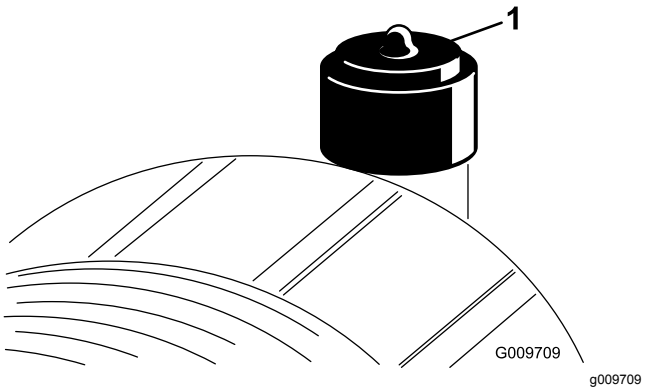

**Figuur 73**
Geef het luchtfilter uitsluitend een onderhoudsbeurt als de onderhoudsindicator (Figuur 73) dit aangeeft. Als u het luchtfilter vervangt voordat dit nodig is, wordt alleen maar de kans vergroot dat er vuil in de motor komt als het filter wordt verwijderd.
2. Stel de indicator (Figuur 73) opnieuw in als deze rood is.